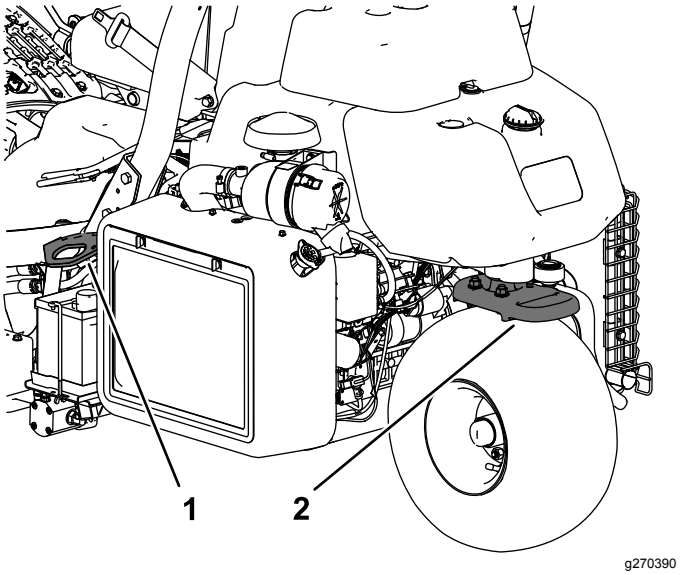

Figur 24
- Fest maskinen godt med stropper, kjetting, kabel eller tau. Både den fremre og den bakre stroppen må ledes nedover og utover fra maskinen (Figur 24).